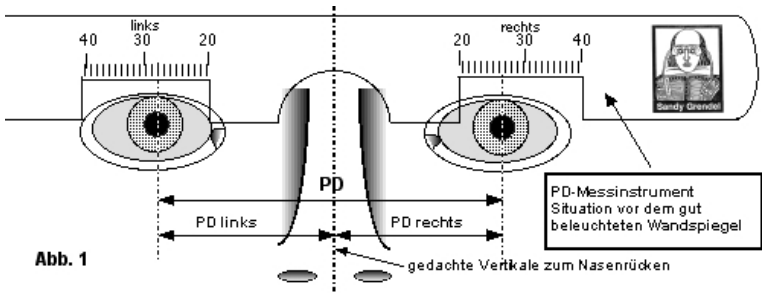

Abb. 1
2. Lupe samt Haltering im Lupenführungsschlitz des Schutzschildes soweit verschieben, bis das Madenschräubchen über den gemessenen Millimeterwert des Nah-PD auf der Millimeterskala zu liegen kommt, für den hier angenommenen Fall 29 mm. Das Madenschräubchen befindet sich also zwischen 28 mm und 30 mm (Bild 1).
Wird beispielsweise ein Kreuz durch **eine** Lupe **(> monocular)** betrachtet und letztere gleichzeitig gedreht, so beschreibt es im Blickfeld einen Kreis (Bild 1).
PD = PD rechts + PD links (Abb. 1)
3. Halten Sie das ausgeschnittene Messgerät über die Augen (Abb. 1). **Wichtig:** Die Symmetrieachse des Messinstrumentes soll mit der gedachten Vertikalen zum Nasenrücken übereinstimmen.